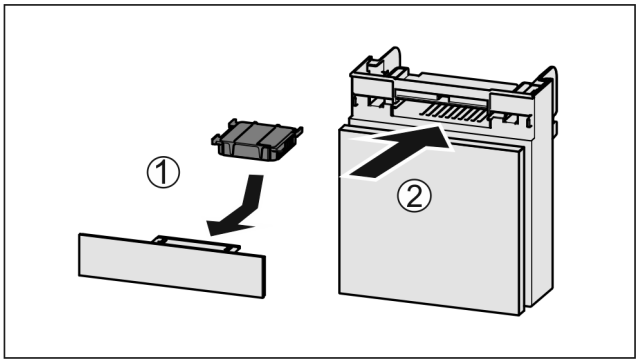

Fig. 215
▶ Introduceți *Fig. 215 (1)* filtrul de cărbune activ după cum se vede în figură.
▶ Împingeți *Fig. 215 (2)* compartimentul în interior.